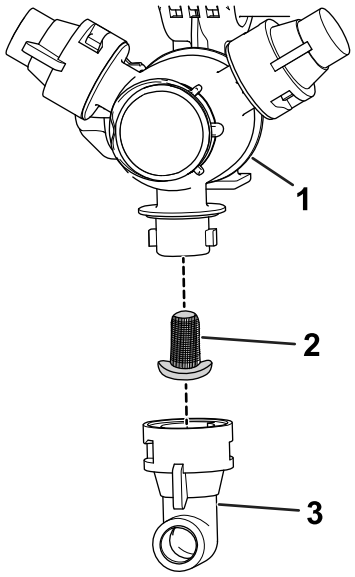

Figura 110
2. Retire la boquilla de la torreta de fumigación (Figura 110).
3. Retire el filtro de boquilla usado (Figura 110).
4. Instale el filtro de boquilla nuevo (Figura 110).
5. Instale la boquilla en la torreta de fumigación (Figura 110).